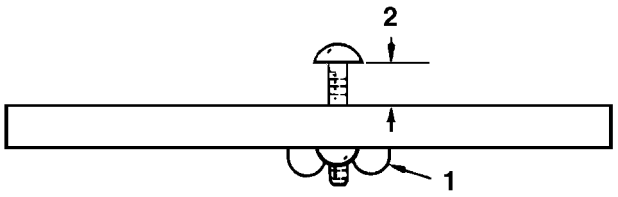
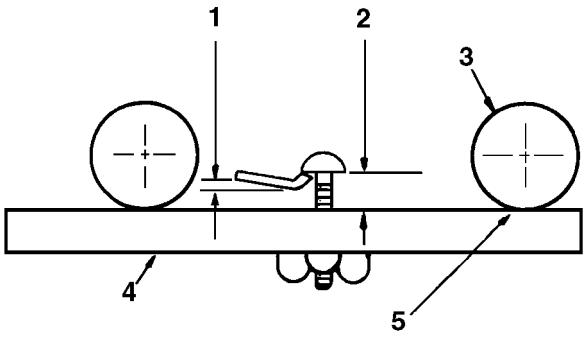

Bild 5
Bild 6
Schraube so einstellen, daß die Abmessung zwischen der Unterseite des Schraubenkopfes und der Meßlehre der gewünschten Schnitthöhe entspricht (Bild 5). Die Klemmutter zum Absichern der Einstellung festziehen. Den Schraubenkopf über die Schnittkante des Untermessers einhaken und die Meßlehre gegen die Unterseite der vorderen Walze bringen (Bild 6).
- Die Muttern der vorderen Walze lockern und beide Enden der vorderen Walze soweit einstellen, bis sie die Meßlehre an beiden Enden berührt. Während die Meßlehre fest gegen die Unterseite der Walze gehalten wird, die vordere Walze so einstellen, daß der Schraubenkopf soeben über die Lippe des Untermessers geht (Bild 6). Die vorderen Walzenmuttern wieder festziehen.